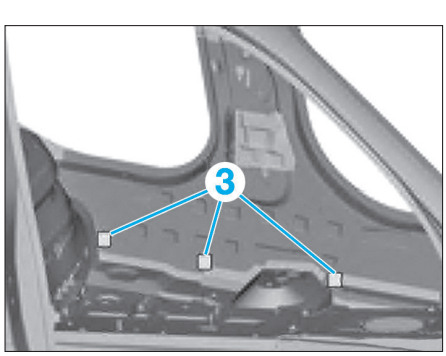
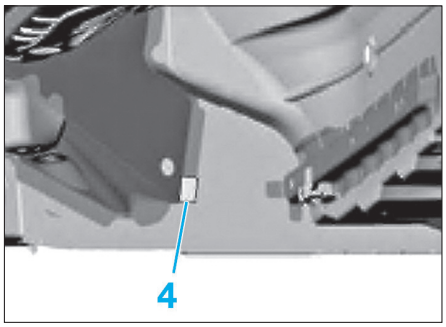

FIG. 16
FIG. 17
• Dessouder les zones (3) et (4) **(Fig.16)** et **(Fig.17)**.